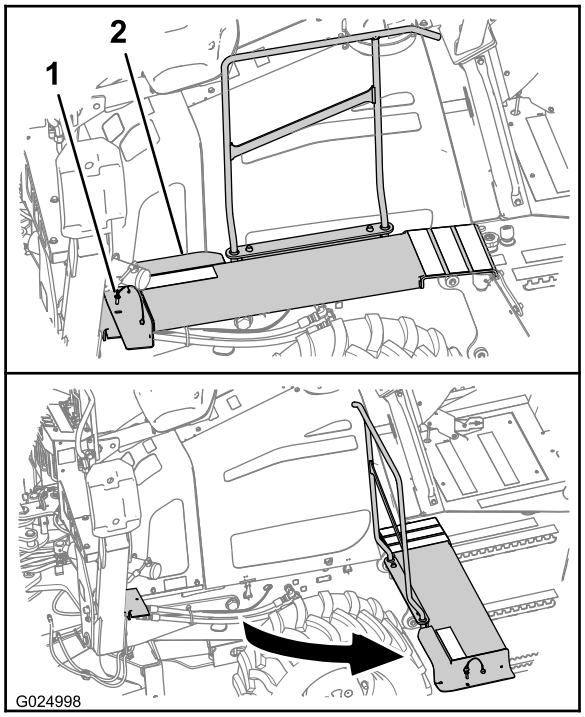

Figura 58
A. Na lateral esquerda da máquina, remova o pino retentor da parte frontal da plataforma do operador (Figura 58).
B. Gire a plataforma, afastando-a da máquina, como mostrado na Figura 58.
A. Gire a parte frontal da plataforma do operador até sua posição original (Figura 58).
B. Alinhe o furo na plataforma com o furo no suporte da plataforma (Figura 58).